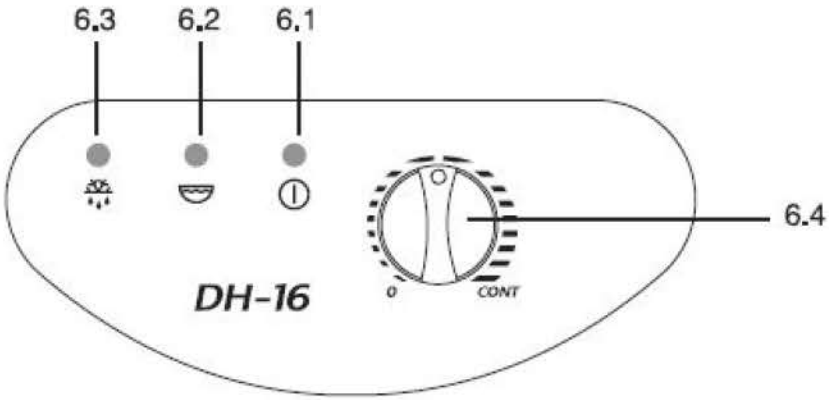

Fig. 2
5. PAINEL DE COMANDOS (6) (FIG. 2)